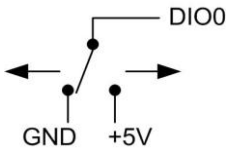

Figure 6. Schematic showing switch detection by digital channel DIO0
You can use the digital I/O terminals to detect the state of any TTL-level input. Refer to the schematic shown in Figure 6. If you set the switch to the +5 V input, DIO0 reads *TRUE* (1). If you move the switch to GND, DIO0 reads *FALSE* (0).